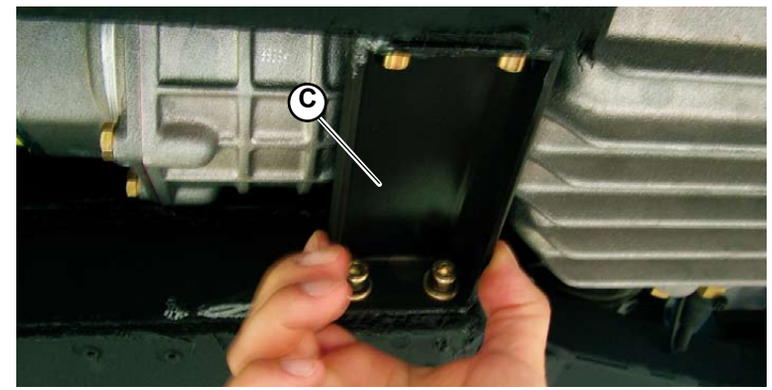

Fig.3
3. Fasten the supporting cross member (**C-Fig.3**) to the frame by means of the four socket head screws; tighten as necessary.